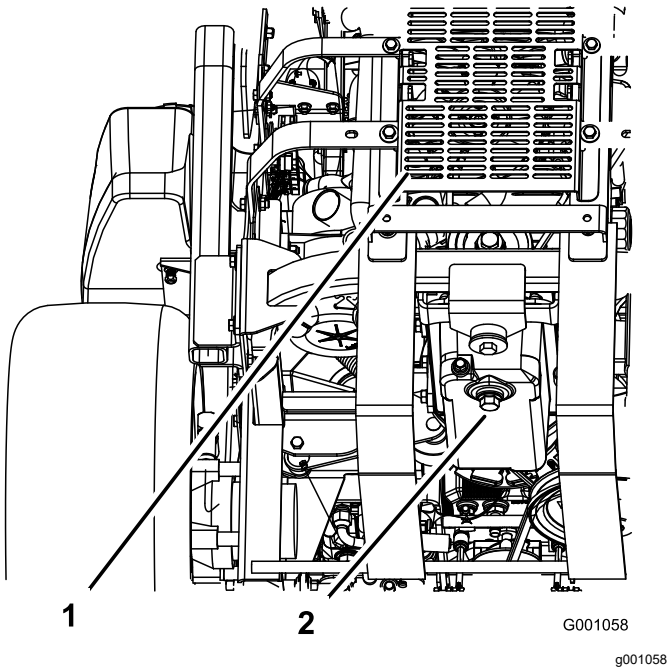

Figur 65
5. Ställ ett kärl under avtappningsröret. Ta bort avtappningspluggen och låt oljan tömmas ut helt (Figur 65).